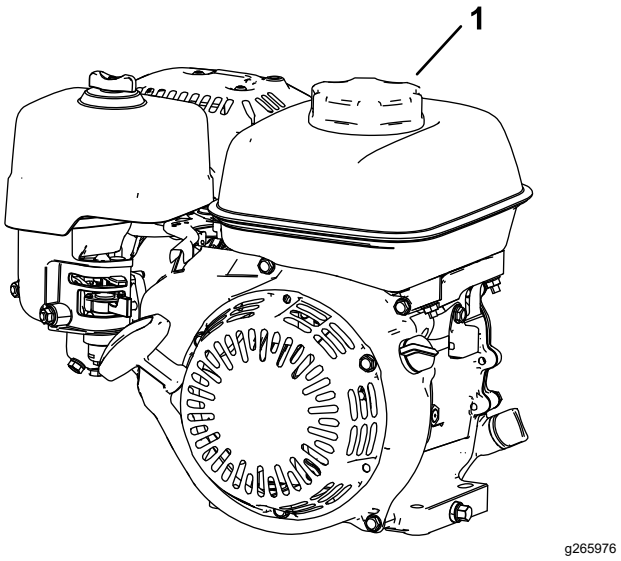

**Figure 14**
1. Nettoyez la surface autour du bouchon du réservoir de carburant et enlevez le bouchon (Figure 14). Remplissez le réservoir de carburant jusqu'à la base de l'ouverture du goulot; voir le *Manuel du propriétaire* du moteur.